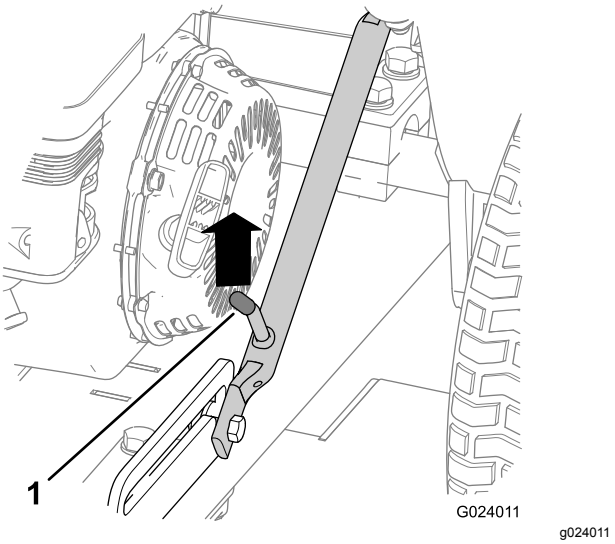

Figur 7
4. Tryck dragkroksenheten uppåt tills låsspaken har låsts upp från reglagets spärrläge (Figur 7).